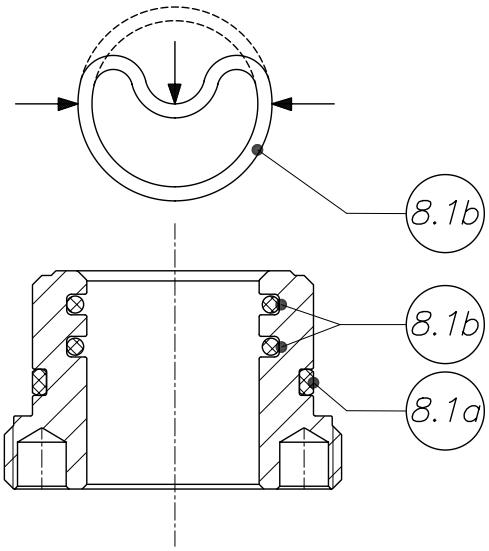

Figure 128: (z402-10) Shape the rod sealing into a ‘kidney’ shape
11. Fit the outer sealing rings (pos. 8.1a) of the lower and upper screw-in housing covers. (for **version 1**, upper cover only).
12. Insert the supporting rings (pos. 8.1b) of the rod sealing. To do this, shape them into a ‘kidney’ by hand and insert them into the grooves provided in the screw-in housing cover or housing bottom (version 1) (see Fig. 128). **Attention:** Hydraulic drive units have 2 sealing packages per screw-in housing cover. The example shows the installation of a hydraulic drive unit. Step 13 is not necessary for a pneumatic drive unit with only one sealing package.